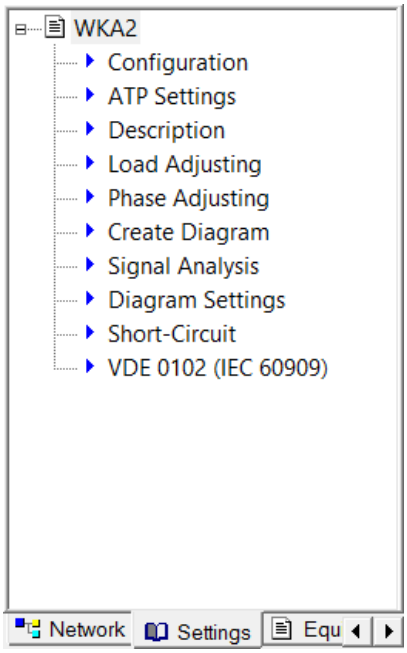

Abbildung 11: Registerkarte *Settings*
- Im **Project Information Window**, Registerkarte **Settings** (Abbildung 11)